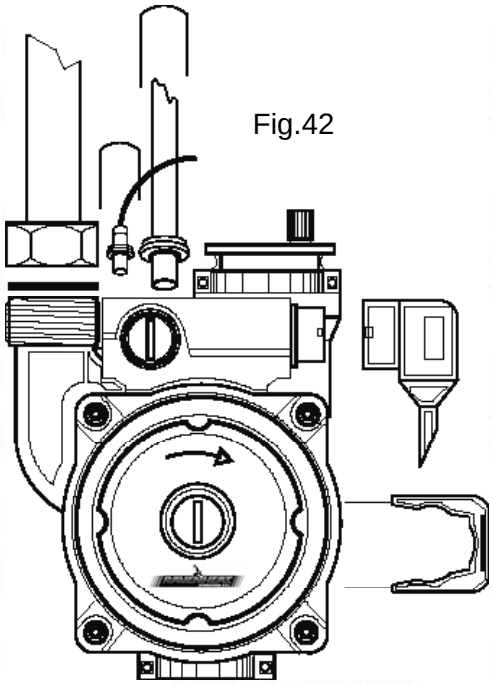

Fig.42
8.16 TO REMOVE/REPLACE PUMP (Fig.42).